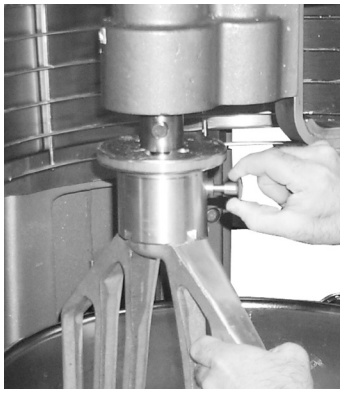

Fig. 5
3. Tenez l'agitateur et retirez le piston de l'agitateur (Fig. 5).
3. Tenez l'agitateur et retirez le piston de l'agitateur (Fig. 5). Faites glisser l'agitateur vers le bas hors de l'arbre d'agitateur.
4. Retirez l'agitateur de l'arbre d'agitateur (Fig. 5).